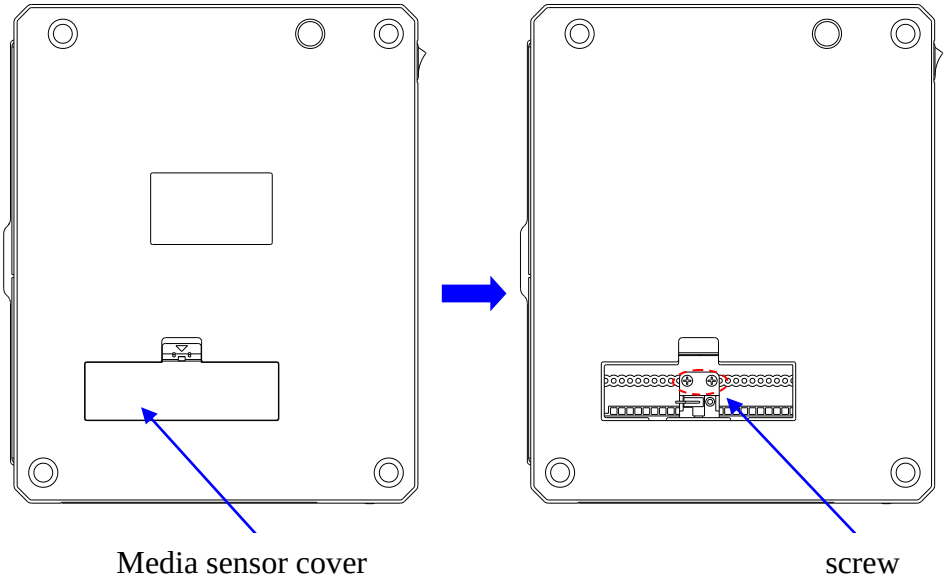

Figure 2-16 Change the Media Sensor Position
2. Move the media sensor to the appropriate position. See Figure 2-16.